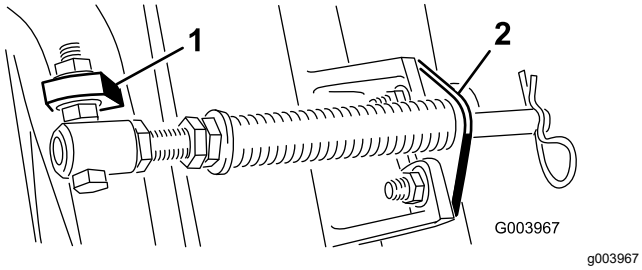
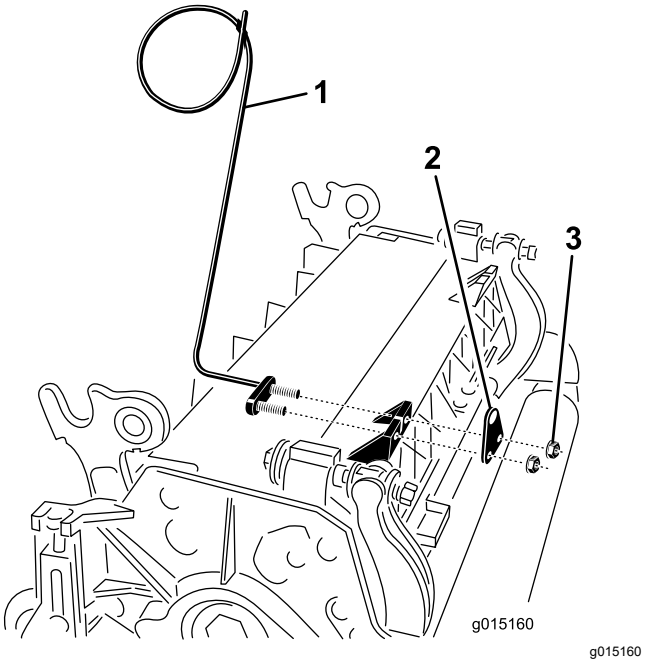

図 11
図 13
C. スプリングチューブのボルトを、反対側のキャリアフレームのタブに取り付け、フランジナットで固定する。図 11に示すように、ボルトの頭部がタブの外側を向くように取り付けること。
D. カッティングユニットのタブにロッドブラケットを取り付け、キャリッジボルト2本とナットで固定する図 11。また、ロッドブラケットの再取り付けを行うときに、カッティングユニットのタブの前に、左ホースガイドを取り付ける図 13。